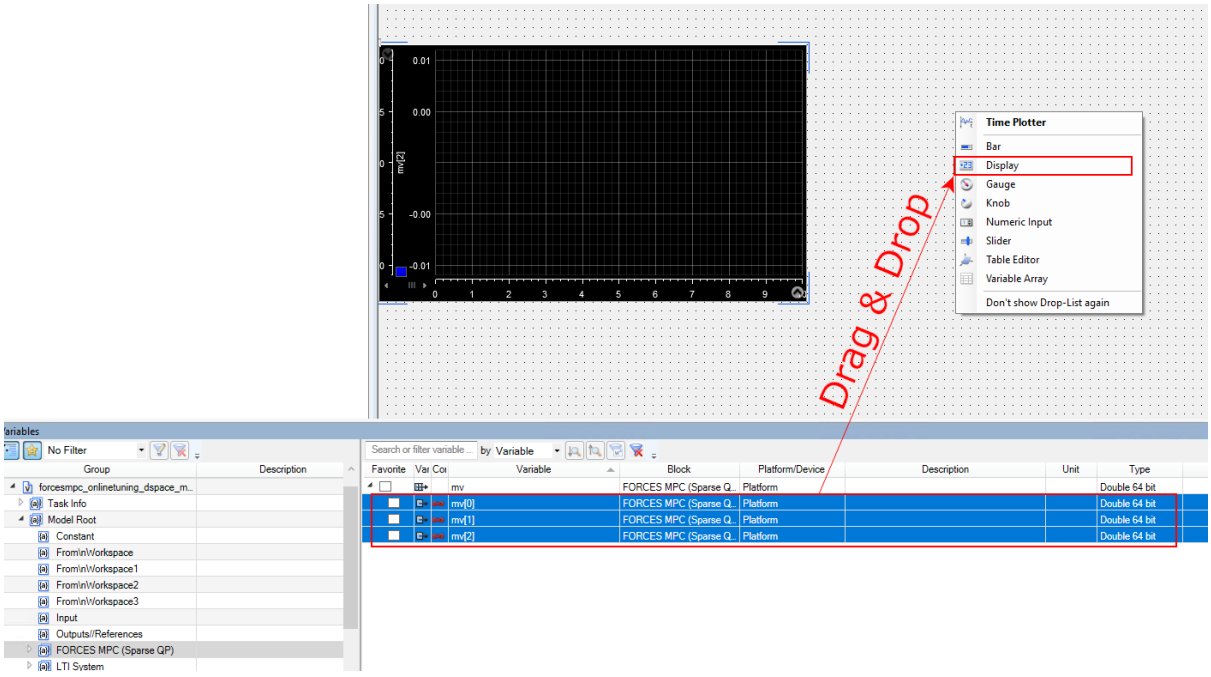

Figure 4.17: Add the variables as displays
13) Drag & Drop the output variables again and now choose `Display` (see Figure 4.17).